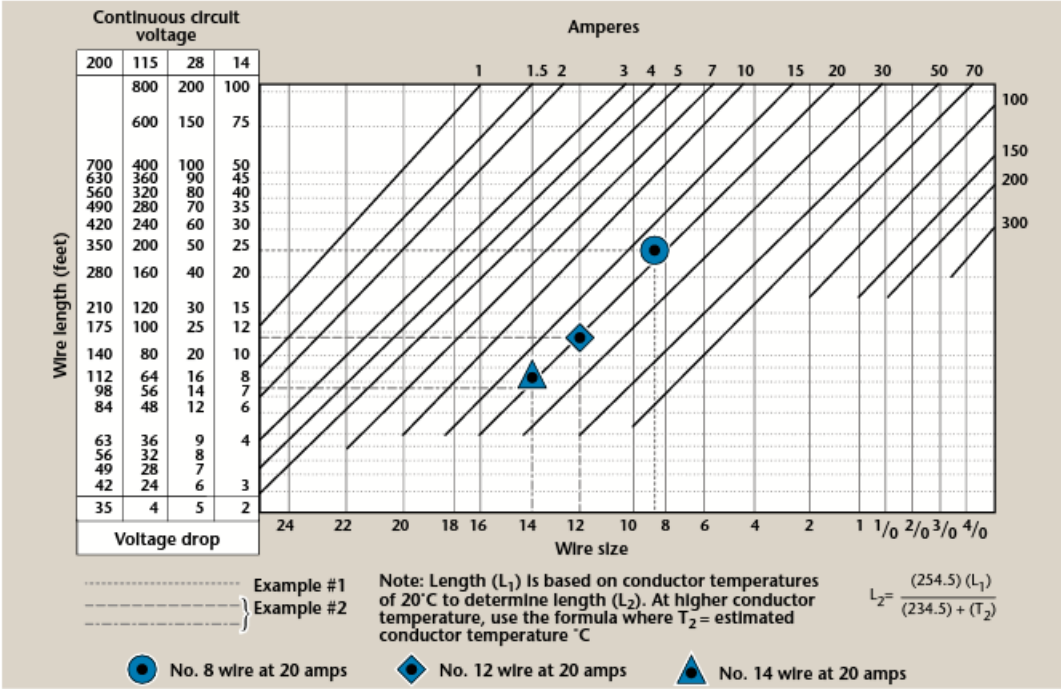
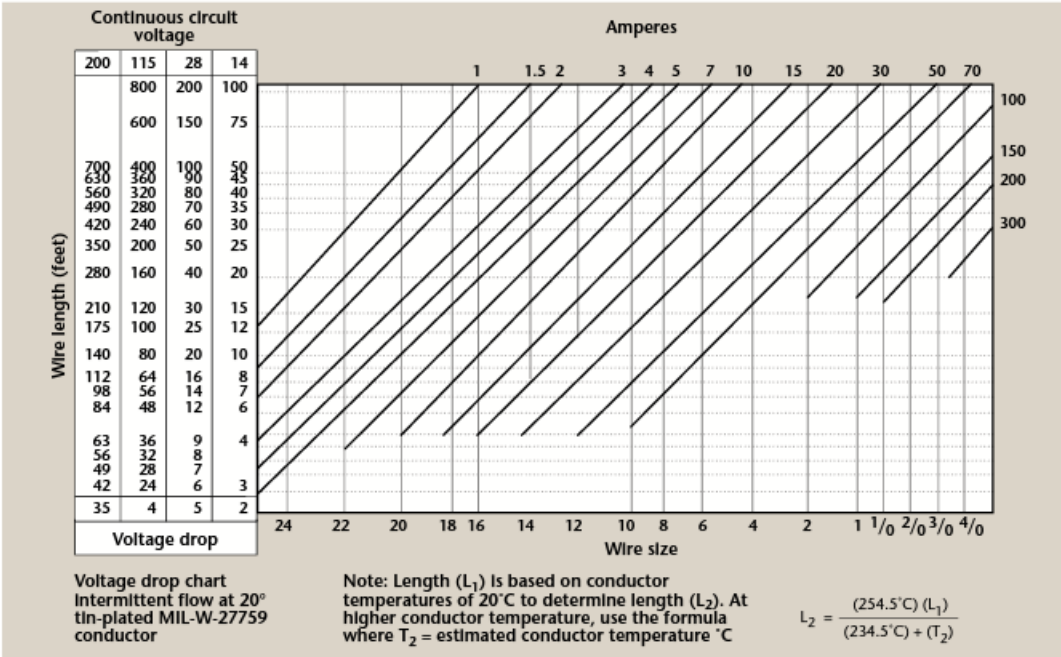

Figure 4-3-2. Conductor chart for single copper wire with continuous flow.
Figure 4-3-3. Conductor chart for single copper wire with intermittent flow.
Table 4-3-3. Examples of determining required tin-plated copper wire size and checking voltage drop using Figure 4-3-2.
Figure 4-3-2 and Figure 4-3-3 provide a convenient means of calculating maximum wire length for a circuit current.
Values in Table 4-3-3 and Table 4-3-4 are for tin-plated copper conductor wires. Because the resistance of tin-plated wire is slightly higher than that of nickel- or silver-plated wire, maximum run lengths determined from these charts are slightly less than the allowable limits for nickel- or silver-plated copper wire and are therefore safe to use. Figures 4-3-2 and 4-3-3 can be used to derive slightly longer maximum run lengths for silver- or nickel-plated wires by multiplying the maximum run length by the ratio of resistance of tin-plated wire, divided by the resistance of silver- or nickel-plated wire.
As an alternative way of checking results from Figure 4-3-2, continuous flow resistance for a wire size can be read from Table 4-3-5 and multiplied by the wire run length and the circuit current. Intermittent current flow is no more than two minutes. For intermittent flow, use Figure 4-3-3.
Table 4-3-4. Examples of determining maximum tin-plated copper wire size and checking voltage drop using Figure 4-3-3.
To meet the requirements in selecting the correct wire size using Figure 4-3-2 or Figure 4-3-3, the following information is necessary:
Find the wire size in Figure 4-3-2 using the following known information:
3. At this point, drop vertically to the bottom of the chart. The value falls between No. 8 and No. 10. Select the next larger size wire to the right, in this case No. 8. This smallest size wire can be used without exceeding the voltage drop limit expressed at the bottom of the left scale. This example is plotted on the wire chart, Figure 4-3-2. Use Figure 4-3-2 for continuous flow and Figure 4-3-3 for intermittent flow.
Procedures in Example No. 1 can be used to find the wire size for any continuous or intermittent operation (maximum two minutes). Voltage (e.g. 14 volts, 28 volts, 115 volts, 200 volts) as indicated on the left scale of the wire chart in Figure 4-3-2 and 4-3-3.
Using Figure 4-3-2, find the wire size required to meet the allowable voltage drop in Table 4-3-2 for a wire carrying current at an elevated conductor temperature using the following information: